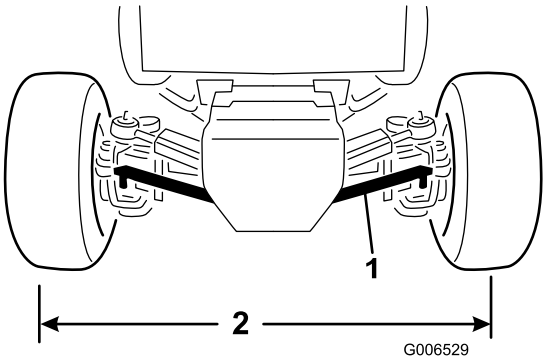

Figuur 58
2. Verwijder de moeren van één van de kogelverbindingen van de spoorstang die bevestigd zijn aan de bevestigingsbeugel van de as en haal de kogelverbinding los van de as (Figuur 58).
4. Draai de kogelverbinding verder of terug totdat de afstand hart-op-hart aan de voorzijde en achterzijde van de achterwielen gelijk is (Figuur 58).